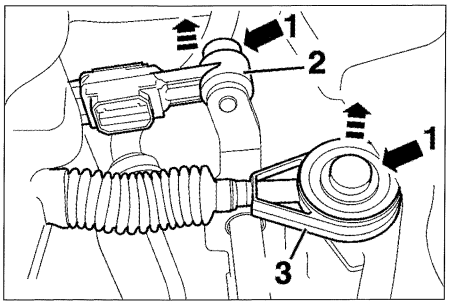

FIG. 1
• Separar los cables del mando de caja de velocidades. Para ello, presionar sobre los bloqueos (1) del cable de selección (2) y del cable de cambio de velocidades (3) y extraer los cables de los mandos **(fig. 1).**